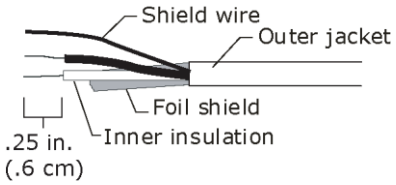

Fig. 8 — Wiring Equipment Touch Interface to UC Open XP Controller
2. Partially cut, then bend and pull off the outer jacket of the cable. Do not nick the inner insulation. See Fig. 8.